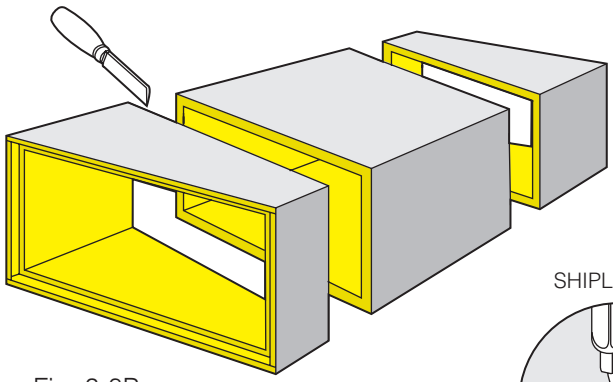

Fig. 3-8B
Maintain 15° cheek panel angle when making side panel cuts. See Fig. 3-8B.
2. Separate three pieces (Fig. 3-8B).